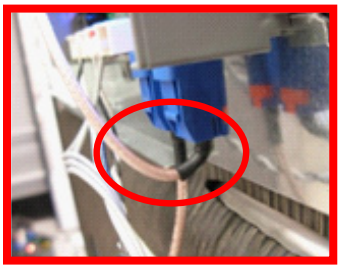

Figure 8
4. Verity that both antenna connectors are securely connected to the ECM. Check for sharp bends in the antenna cables, particularly by the connector on the ECM (see figures 8–11 below).